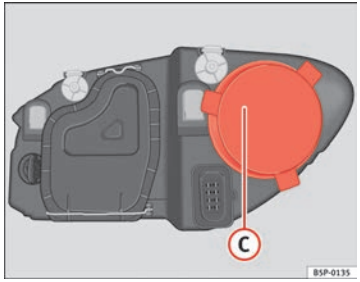

Fig. 190 Main beam headlights
– Remove the cover ⇒ fig. 190 (C) by pulling on this.